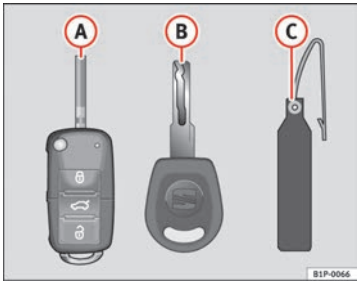

Fig. 41 Set of keys
- a remote control key ⇒ fig. 41 (A)
- a key without remote control (B),
- a plastic key tab* (C).